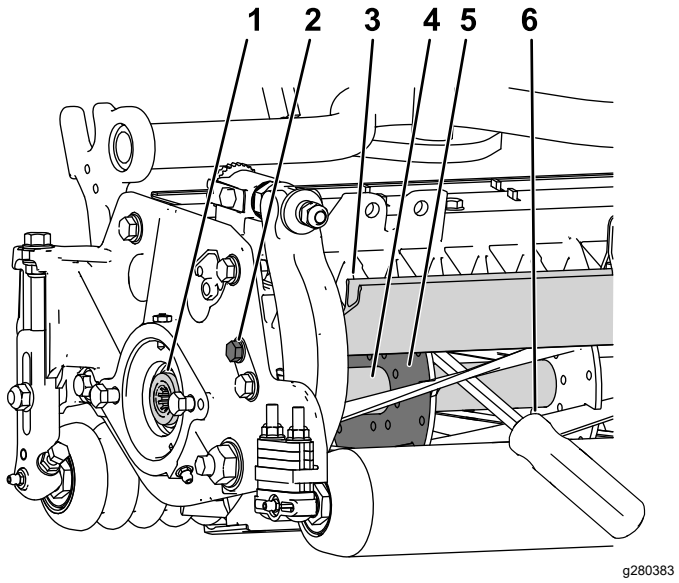

Figura 28
1. Afloje el perno del deflector a la izquierda de la unidad de corte y eleve el deflector trasero (Figura 28).
2. Introduzca una palanca de mango largo (se recomienda una palanca de ⅜" x 12" con mango de destornillador) a través de la parte trasera del molinete de corte, junto al lado de la unidad de corte que se va a apretar (Figura 28).
3. Coloque la palanca contra la parte soldada de la placa de soporte del molinete (Figura 28).